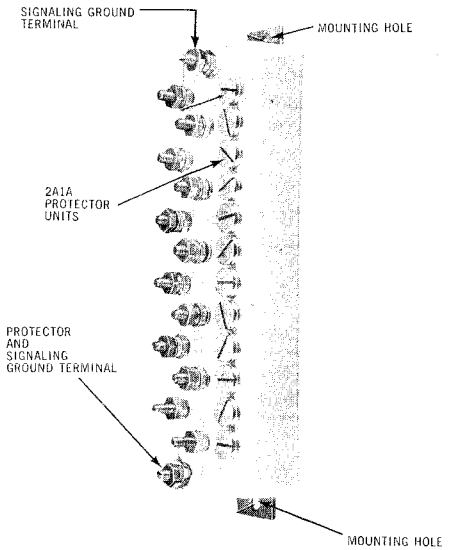

Fig. 4 — 117B Protector (Indoor)
2.05 *117B Fuseless Protector,* (Fig. 4) signaling ground terminals are located at each end of the terminal block. One of these terminals is arranged to permit installation of a No. 10 gauge wire for protector grounding purposes.